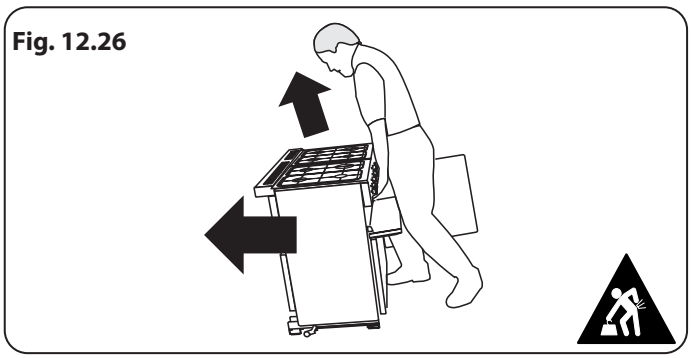

Fig. 12.26
1. Open the broiler door and right-hand oven door so that you can get a good grip on the bottom of the fascia panel as you move the range (**Fig. 12.26**).